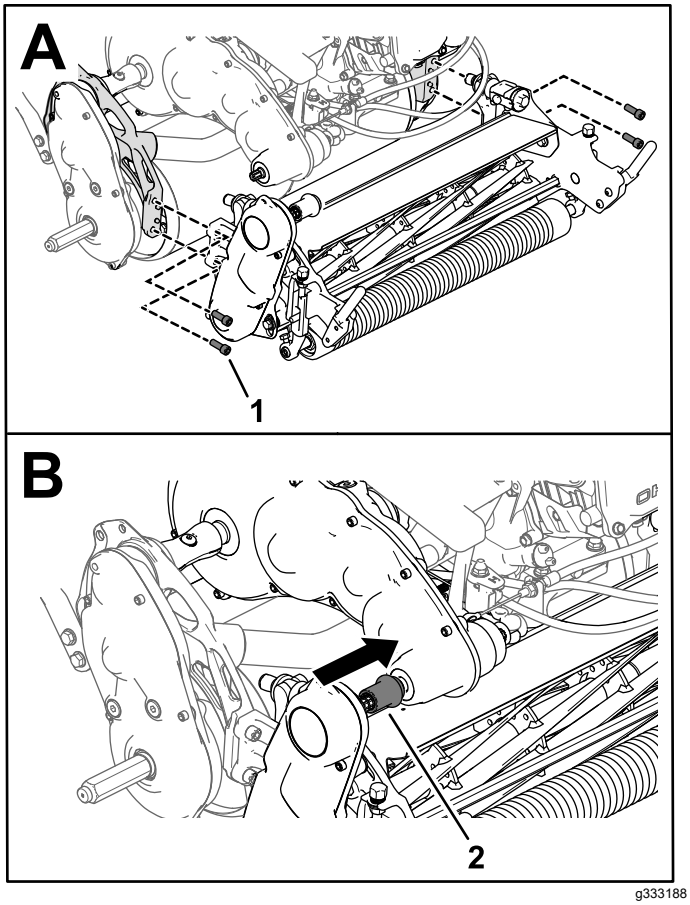

Figur 46
3. Använd 4 insexskruvar för att fästa klippenheten på ramen (Figur 46).
4. Skjut på klippenhetens drivkoppling på transmissionens drivaxel (Figur 46).